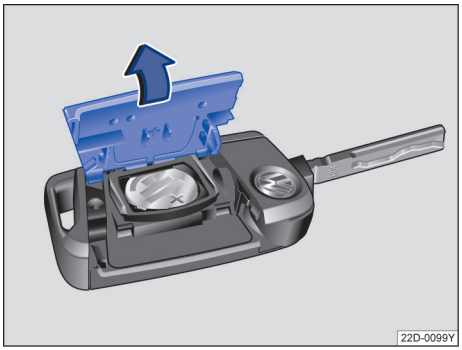

图 43 汽车钥匙：打开电池盒盖 ▶
– 用一合适的器具（例如，硬币）沿→ 图 43 箭头方向拆下汽车钥匙后侧的盖板→ ⓘ
– 安装电池盖板，然后沿→ 图 43 箭头相反方向将其扣到汽车钥匙上，直至其卡定。